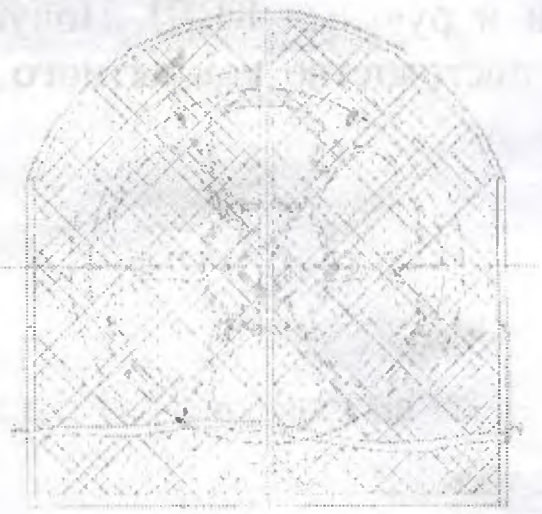

Рис. 8
1.2.6. ОГРАЖДЕНИЕ КАНАТОВЕДУЩЕГО ШКИВА (рис. 8)